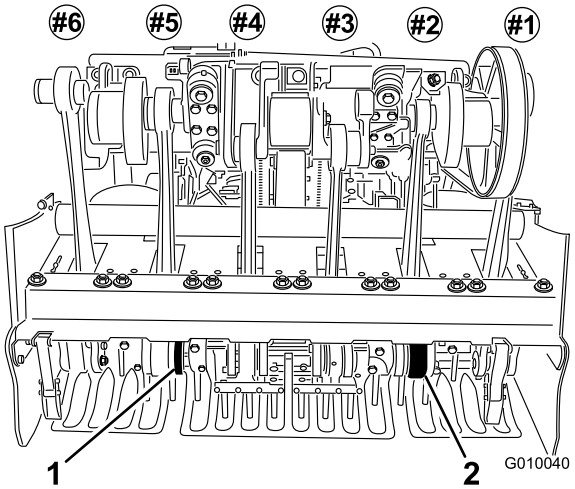

Figur 25
5. Installer pipene på pipeholderne nr. 2 og nr. 5 (Figur 25). Stram til boltene.